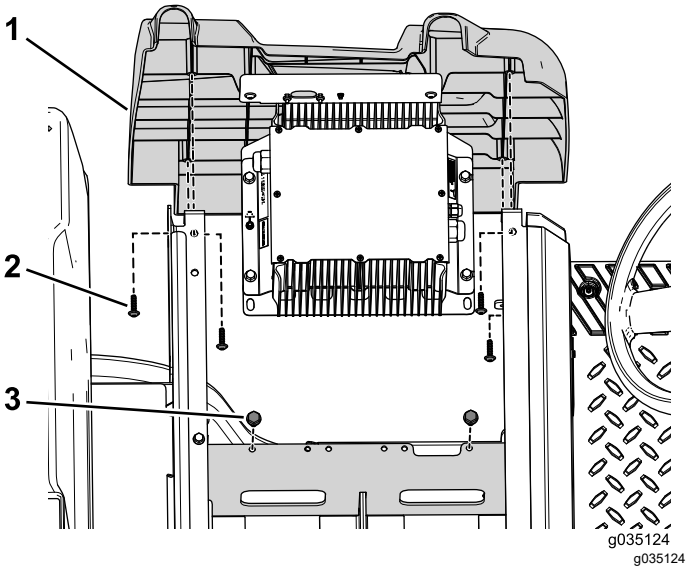

Rysunek 10
2. Odkręć 2 śruby mocujące wspornik ładowarki do płyty akumulatora (Rysunek 10).
3. Odkręć 4 śruby samogwintujące mocujące lewy panel boczny do maszyny (Rysunek 10).
1. Zamocuj lewy panel z wykorzystaniem 4 śrub samogwintujących odkręconych wcześniej (Rysunek 10).
2. Zamocuj wspornik ładowarki do płyty akumulatora z wykorzystaniem 2 śrub odkręconych wcześniej (Rysunek 10).